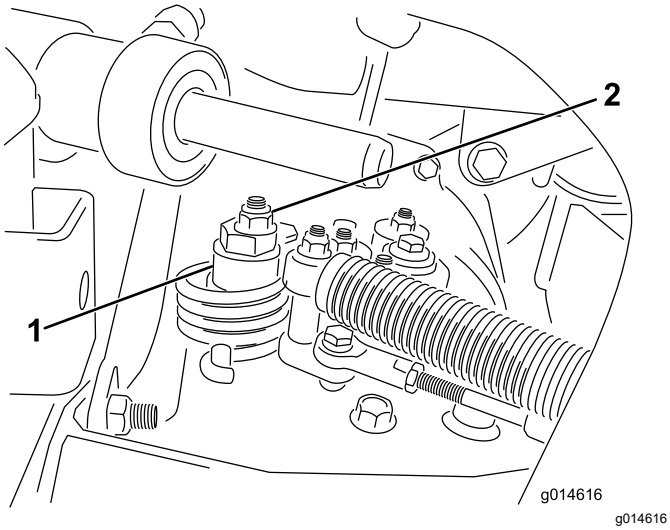

Figur 43
A. Lossa muttern som fäster excenterbulten på hydrostatens ovandel (Figur 43).
C. Vrid excenterbulten tills maskinen inte kryper i någon riktning. När hjulet slutar rotera drar du åt muttern som låser excenterbulten och justeringen (Figur 43). Kontrollera justeringen med gasreglaget i det LÅNGSAMMA och det SNABBA läget.